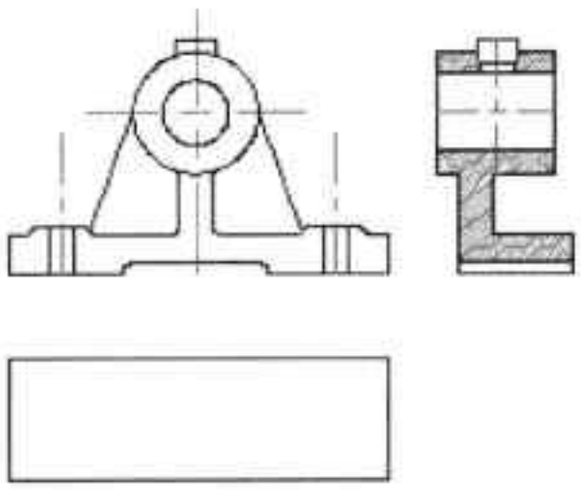

图21-94 绘制矩形
Step 15 根据正立面图和侧立面图的尺寸数据，执行“直线”命令，绘制剖视图的轮廓线，一个边长为 90×30 的矩形，如图 21-94 所示。